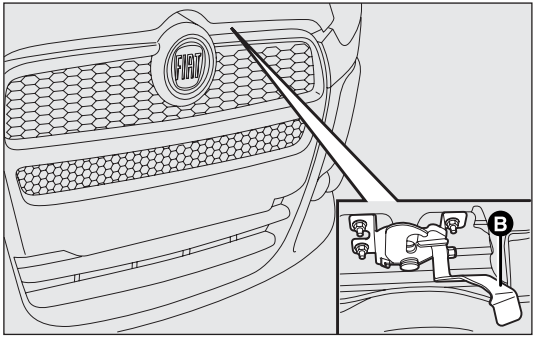
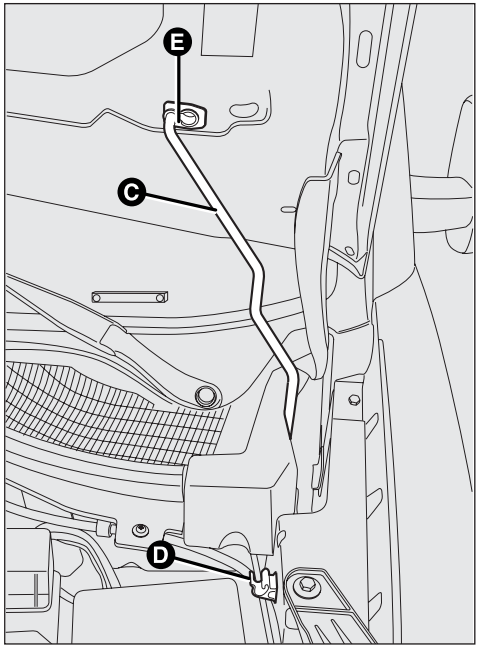

fig. 94
fig. 95
- ❒ release catch B-fig. 94, lift the bonnet and, at the same time, release the support rod C-fig. 95 from its locking device D-fig. 95, then insert the end of the rod into housing E-fig. 95 of the bonnet (bigger hole) and push into the safety position (smaller hole), as shown in the diagram.
Closing fig. 95